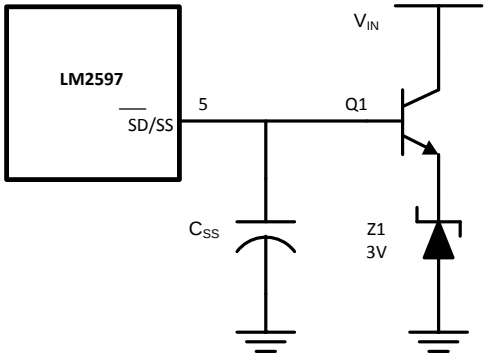

**Figure 32. External 3.7-V Soft-Start Clamp**
4. Normal operation – Above 2.8 V, the circuit operates as a standard Pulse Width Modulated switching regulator. The capacitor will continue to charge up until it reaches the internal clamp voltage of approximately 7 V. If this pin is driven from a voltage source, the current must limit to about 1 mA. If the part is operated with an input voltage at or below the internal soft-start clamp voltage of approximately 7 V, the voltage on the $\overline{SD}$/SS pin tracks the input voltage and can be disturbed by a step in the voltage. To maintain proper function under these conditions, TI strongly recommends clamping the $\overline{SD}$/SS pin externally between the 3-V maximum soft-start threshold and the 4.5-V minimum input voltage. Figure 32 is an example of an external 3.7 V (approximately) clamp that prevents a line-step related glitch but does not interfere with the soft-start behavior of the device.